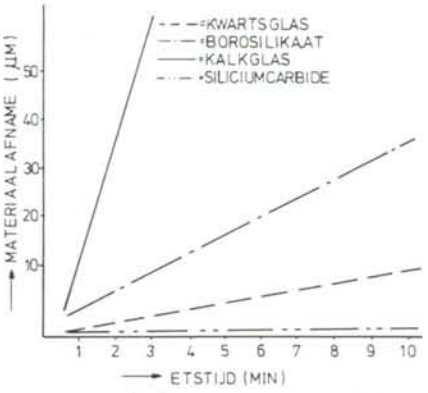

Figuur 3. Etssnelheid in 40% HF-zuur voor enkele materialen.
De chemische resistentie van glazen is zeer goed voor een groot aantal stoffen, maar vrijwel elke glassoort wordt aangetast door fluorwaterstofzuur (HF). In figuur 3 is de etssnelheid van verschillende materialen voor een 40% HF-oplossing weergegeven. We zien, dat siliciumcarbide nauwelijks wordt aangetast door HF, terwijl bij de glazen – afhankelijk van de samenstelling – een behoorlijke afname plaatsvindt.